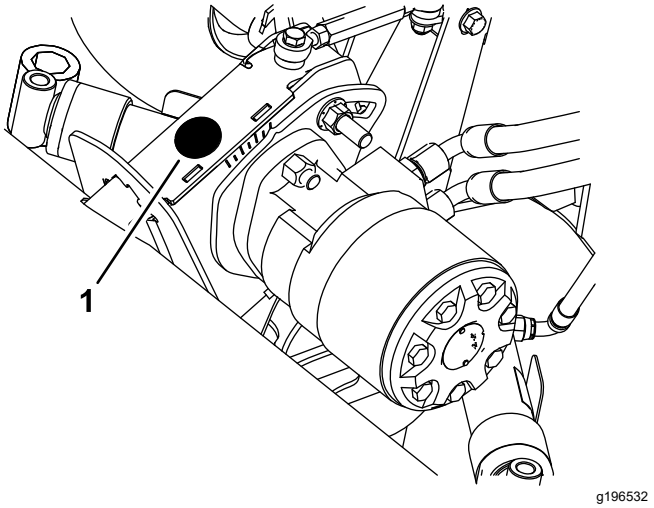

Figure 20
3. Remove the rubber plug on the chain housing and insert it into the housing with the cup side up (Figure 20).